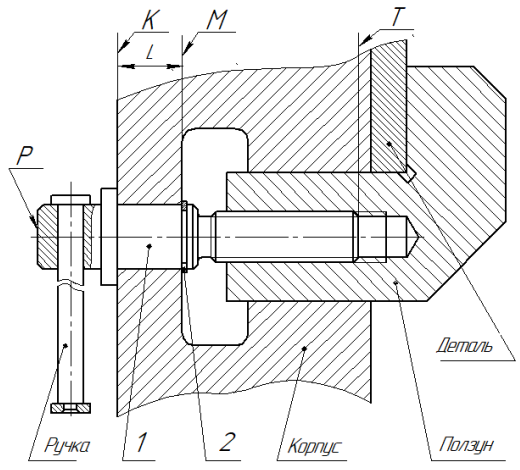

Рис. 2
Простановка размеров на чертеже детали связана с технологией её изготовления и конструкцией узла механизма, рассмотрим это на примере детали Винт (1) зажимного механизма (рис. 2). Зажимной механизм или тиски предназначены для крепления деталей при выполнении сверлильных или фрезерных операций. Обрабатываемую деталь располагают между плоскостями корпуса и ползуна.